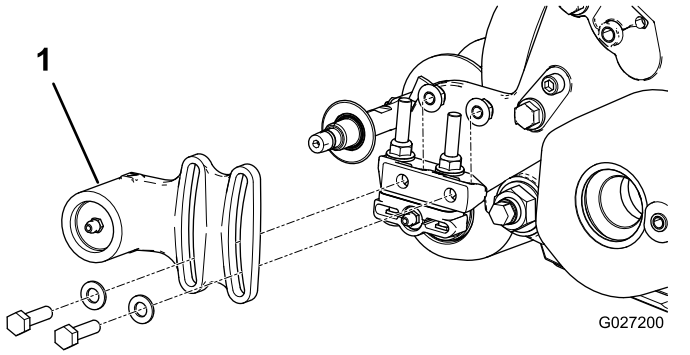
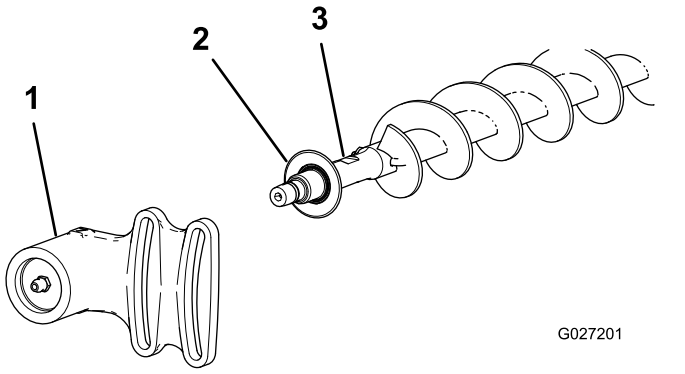

Figuur 21
Figuur 22
1. Als er een rolborstel is geplaatst op het maaidek, verwijdert u de 2 bouten, ringen en moeren waarmee de lagerbehuizing van de niet-aangedreven zijde is bevestigd aan de montagebeugel van de lagerbehuizing (Figuur 21 en Figuur 22).
2. Schuif de lagerbehuizing van de niet-aangedreven rolborstel en de afdichting van de borstelschacht af (Figuur 22).
9. Plaats de afdichting en de niet-aangedreven lagerbehuizing op de borstelschacht (Figuur 22).